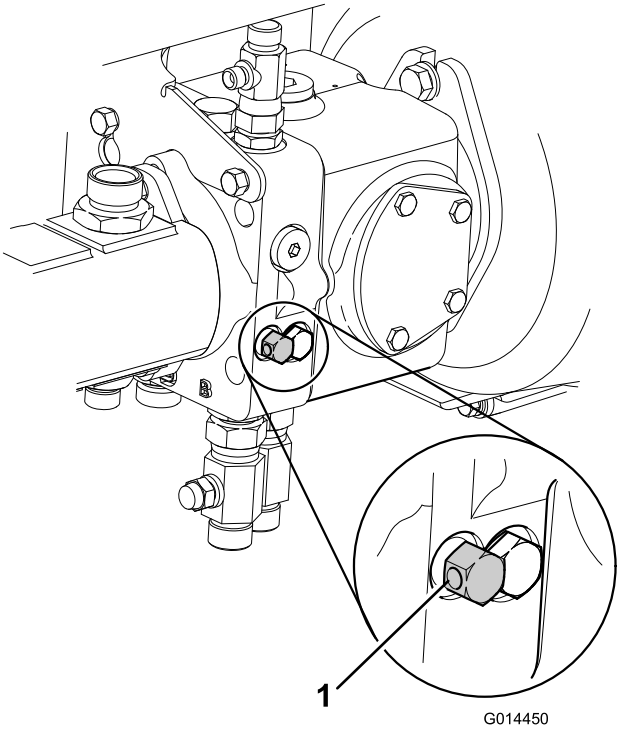

Figur 43
7. Koppla ur det hydrauliska fotbromssystemet genom att vrida förbikopplingsventilen som sitter under transmissionspumpen moturs högst 3 gånger (Figur 43).